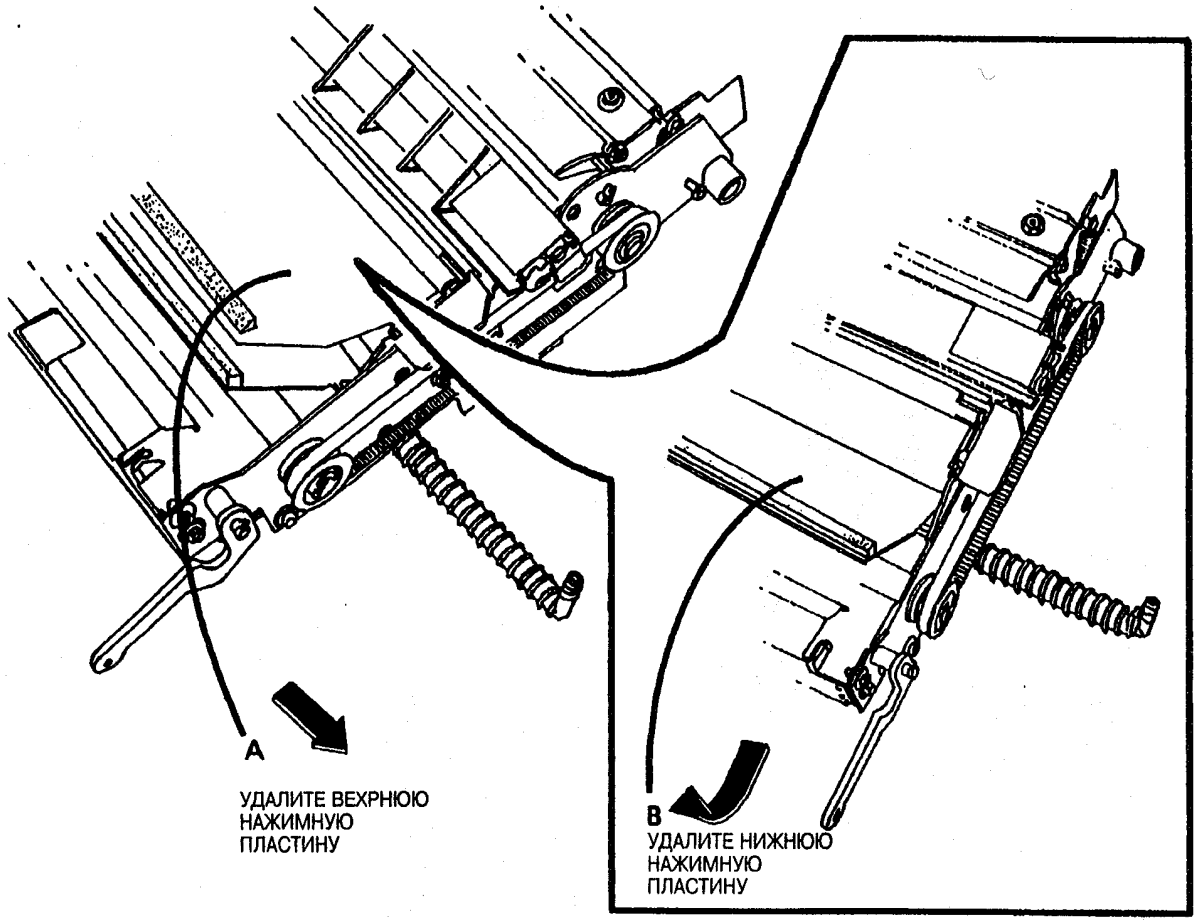

Рис. 2. Удалите верхнюю и нижнюю нажимные пластины
6. (Рис. 2): Удалите верхнюю и нижнюю нажимные пластины.